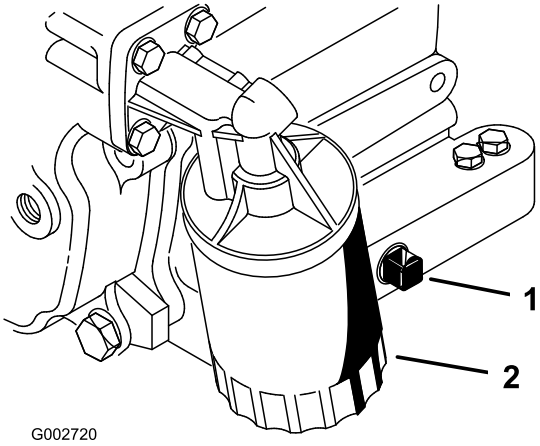

Figuur 25
2. Verwijder de aftapplug (Figuur 25) en laat de olie in een opvangbak lopen. Als er geen olie meer naar buiten stroomt, plaatst u de aftapplug terug.
3. Verwijder het oliefilter (Figuur 25). Smeer een dun laagje schone olie op de pakking van het filter.